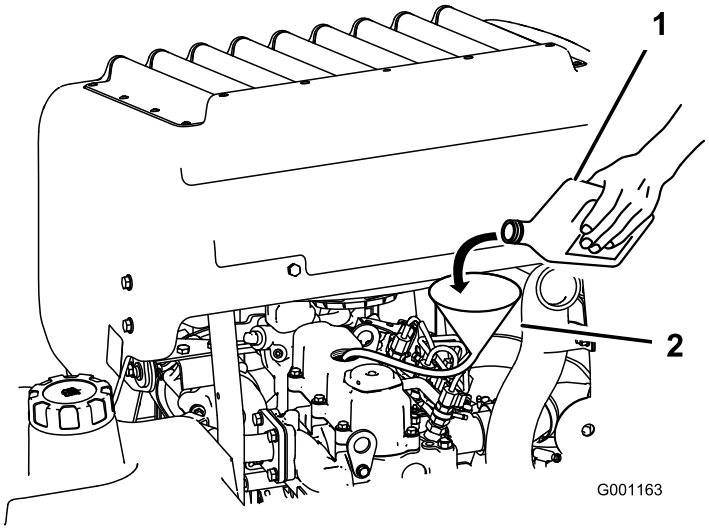

**Figur 44**
3. Der kan hældes olie på motoren ved hjælp af en slange og en tragt (Figur 44).